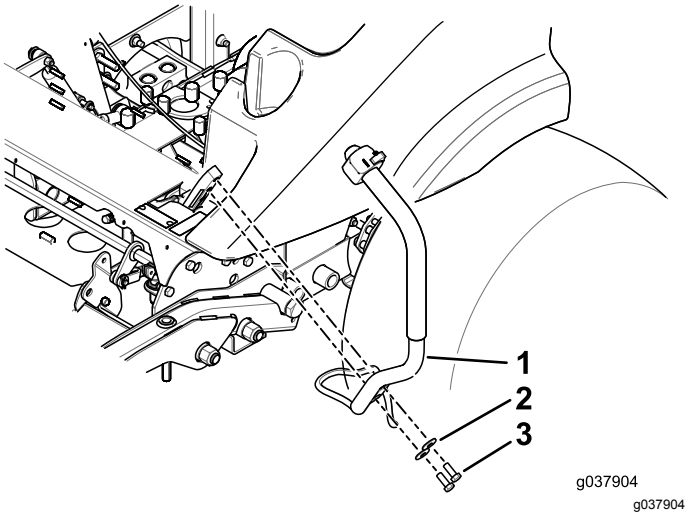

Rysunek 13
2. Zamontuj nowy uchwyt używając dotychczasowych podkładek i śrub (Rysunek 13).